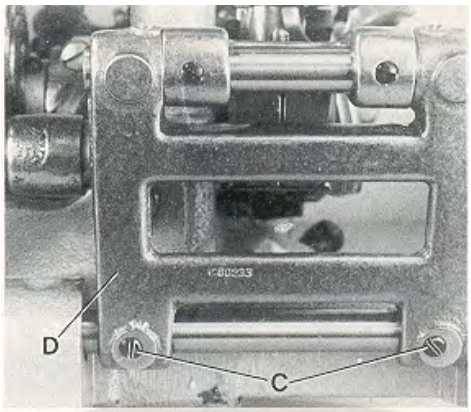

Fig.18
If an adjustment is necessary loosen the two set screws (C, Fig. 18) and move feed rocker (D) to the left or right as required. Retighten set screws.
Ist eine Einstellung notwendig, lösen Sie die Gewindestifte (C, Fig. 18) und schieben Sie den Transportantriebsrahmen (D) nach Bedarf nach links oder rechts. Ziehen Sie die Gewindestifte wieder an.